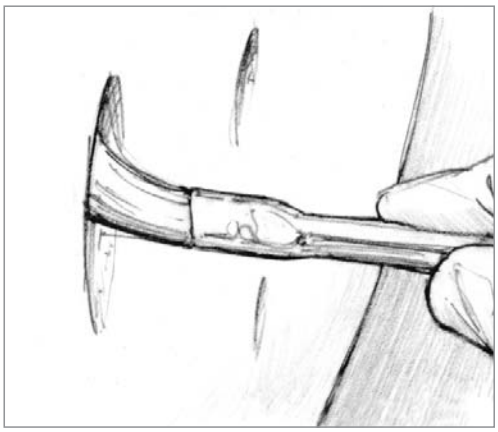

Figure 4-2 *Wet out the cleaned blister cavities with unthickened epoxy.*
2. Wet out the recently sanded and cleaned blister cavities with an unthickened mixture of WEST SYSTEM® Epoxy *(Figure 4-2)*. Use 205 hardener if you are in a hurry. Allow this initial epoxy coat to gel slightly to lessen the likelihood of the thickened epoxy sliding out of the repair. If you are in a hurry, wipe off most of the initial epoxy with dry paper towel or apply moderate heat to accelerate the epoxy's gel.